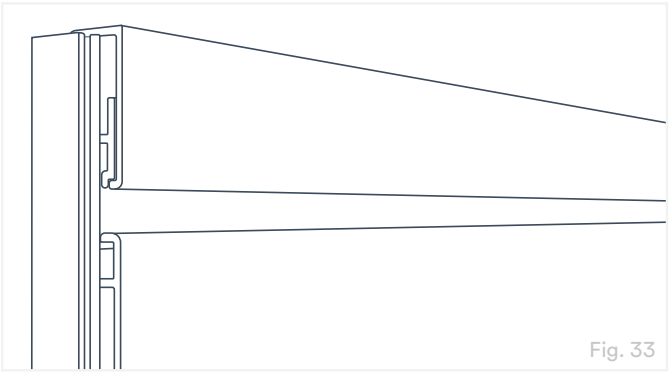

Fig. 33
14. Snap the bottom lip of the Top Cap into the SlatWall panel as shown (Fig. 33).